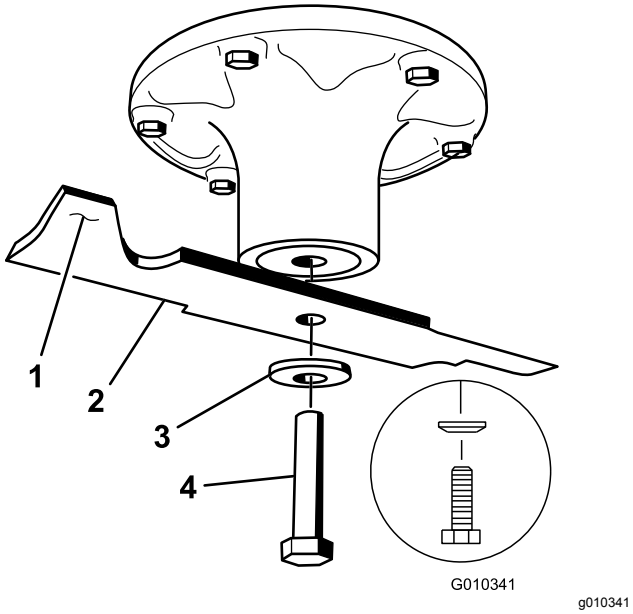

Figur 77
2. Avlägsna knivskruven, den böjda brickan och kniven från spindelaxeln (Figur 77).